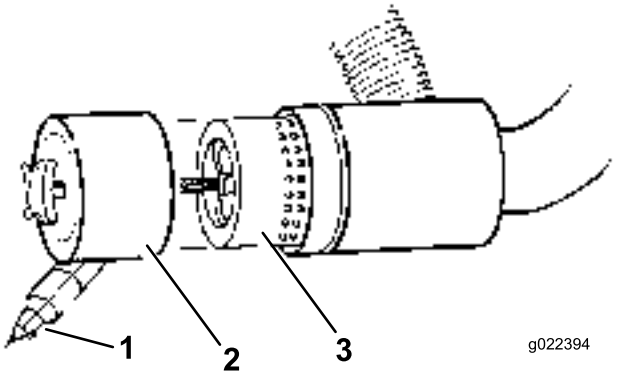

Figuur 40
3. Verwijder en vervang het filter (Figuur 40).